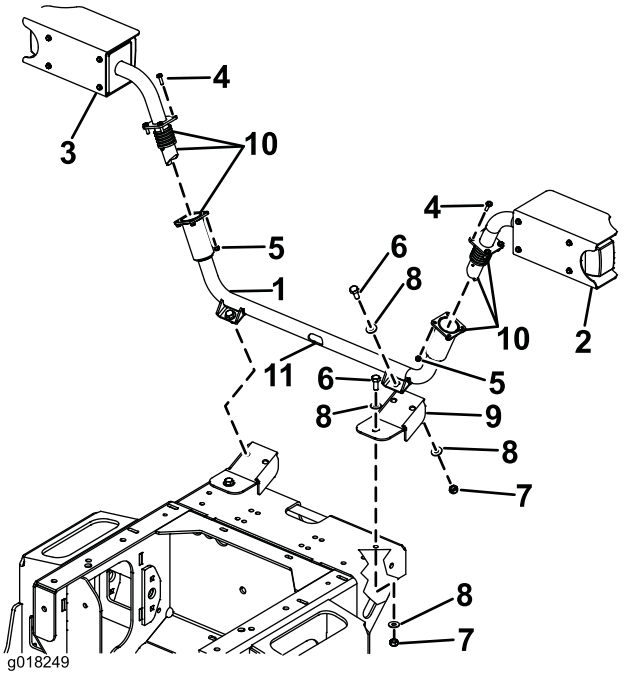

**図 11**
1. ヘッドライト・アセンブリは、センターマウントに、マウントは取り付けブラケット2個を使用してマシンに取り付けられる（図 11）。
2. 取り付けブラケット（2個）をマシンの前部に取り付ける； M10 x 25mm ねじ、3/8 インチワッシャ、M10 ナイロックナットを使用する（図 11）。
3. 取り付けブラケットに、センターマウントを取り付ける； M10 x 25mm ねじ、3/8 インチワッシャ、M10 ナイロックナットを使用する（図 11）。
4. チューブの端部の内壁部分およびスプリング全面とチューブ端部の側面を固着防止グリスで十分に覆う（図 11）。
5. これでランプ・アセンブリの取り付け準備が完了である。右側ヘッドライト用マウントを手で保持しながら、配線ケーブルをチューブに通し、センターマウントの中央部の切り込みから外へ出す（図 11）。
6. 右側ヘッドライト・アセンブリをセンターマウントに固定する； M6 x 20mm ねじと M6 ナイロックナットを使用する（図 11）。